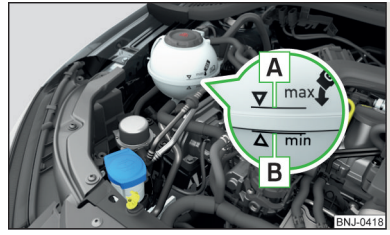

Fig. 191
Verificar el estado del líquido refrigerante - el líquido refrigerante tiene que estar entre las marcas A y B » fig. 191. Si el estado del líquido refrigerante está debajo de la marca B, rellenar el líquido refrigerante.
La **especificación** del líquido refrigerante se encuentra en el depósito de compensación del líquido refrigerante » fig. 191.
■ No rellene el depósito de líquido refrigerante por encima de la marca A » fig. 191. El líquido refrigerante puede ser presionado por el calentamiento del sistema de refrigeración - Existe el peligro de un daño de las partes del vano motor.